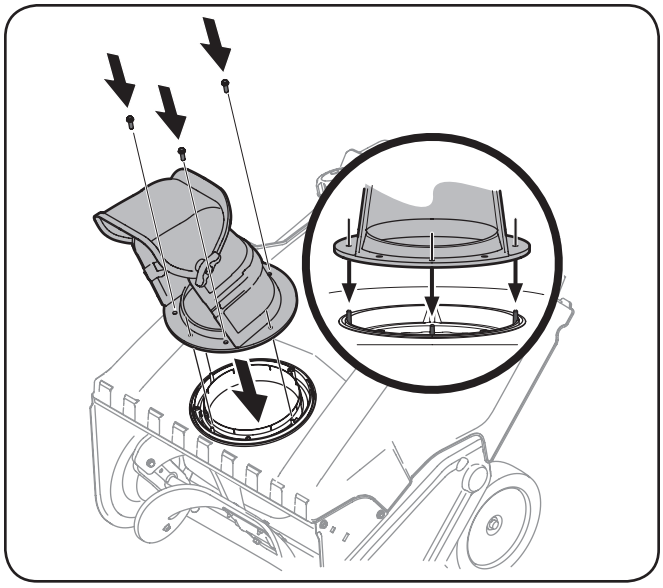

Figure 3-4
2. Align the holes in the chute base with the holes in the lower chute and secure with the previously removed hex washer screws. See Fig. 3-4.